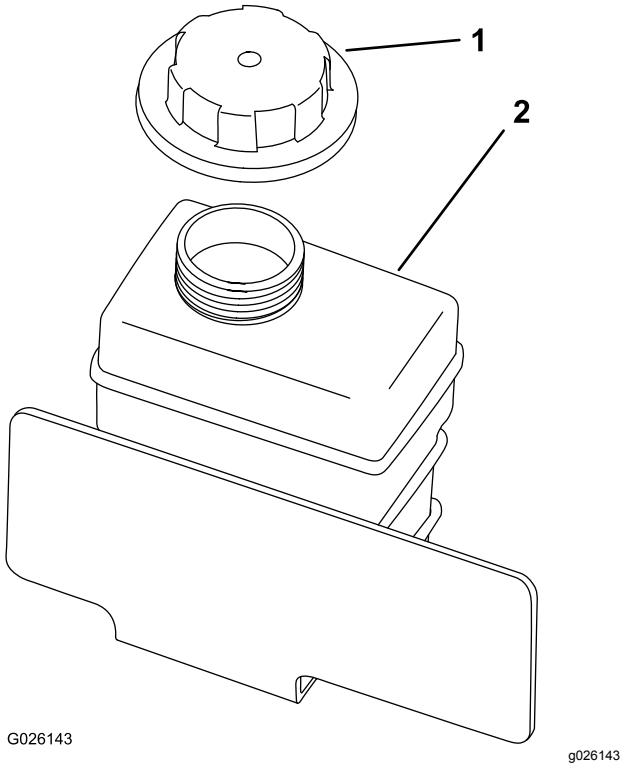

**Rysunek 19**
2. Sprawdź poziom płynu chłodzącego w zbiorniku zapasowym (Rysunek 19).